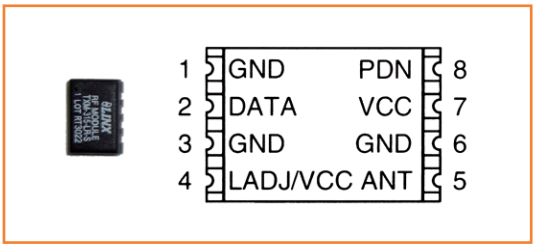
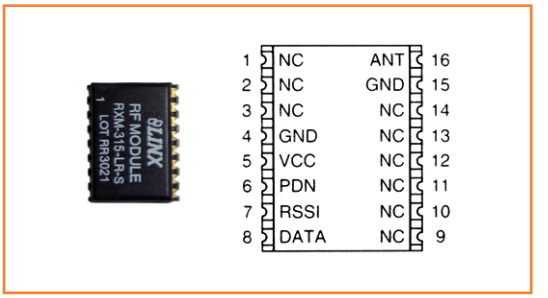

Bild 1.
Bild 2.
Bild 1 zeigt das TX-Modul und seine Anschlussbelegung laut Datenblatt [1]. **Bild 2** zeigt mit dem RX-Modul das Gegenstück. Es gibt nur wenig aktive Pins. Der Empfänger hat zwar mehr Pins, doch die meisten sind nicht angeschlossen (NC).